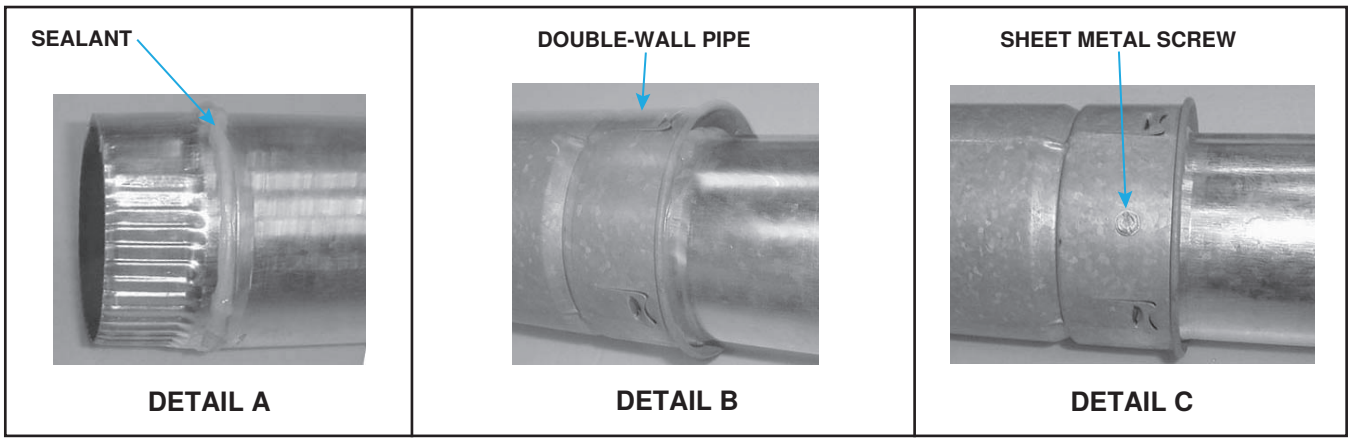

Figure 11. Connecting Double-Wall (Type B) Pipe to Single-Wall or Category III Vent Pipe
a. Apply continual 1/4-inch bead of silicone sealant (see **Figure 11**, DETAIL A) around circumference of pipe.
b. Before sealant has any time to dry, insert pipe with sealant into inner wall of double-wall pipe (see **Figure 11**, DETAIL B) until bead of sealant contacts inner pipe to create sealed joint.
c. Drill three small holes—spaced equally around double-wall pipe—below sealant ring (see **Figure 11**, DETAIL C) and insert 3/4-inch-long sheet metal screws to secure joint. Do not overtighten screws.